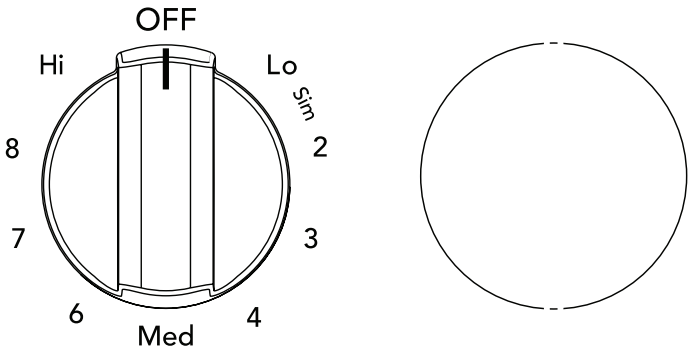

Figure 8: l'élément de surface à rayonnement
2. Pousser et tourner le bouton de commande de surface dans un sens ou dans l'autre (Figure 8) pour obtenir la valeur souhaitée (reportez-vous au « Réglages suggérés pour l'élément de surface à rayonnement » au Tableau 1).
Démarrer la majorité des cuissons sur un réglage élevé, puis revenir ensuite à un réglage plus bas pour terminer. Les boutons de commande de surface n'ont pas à être réglés exactement sur un point particulier. Utiliser les tableaux graphiques fournis à titre de guide et régler le bouton de commande selon les besoins (voir Figure 8).